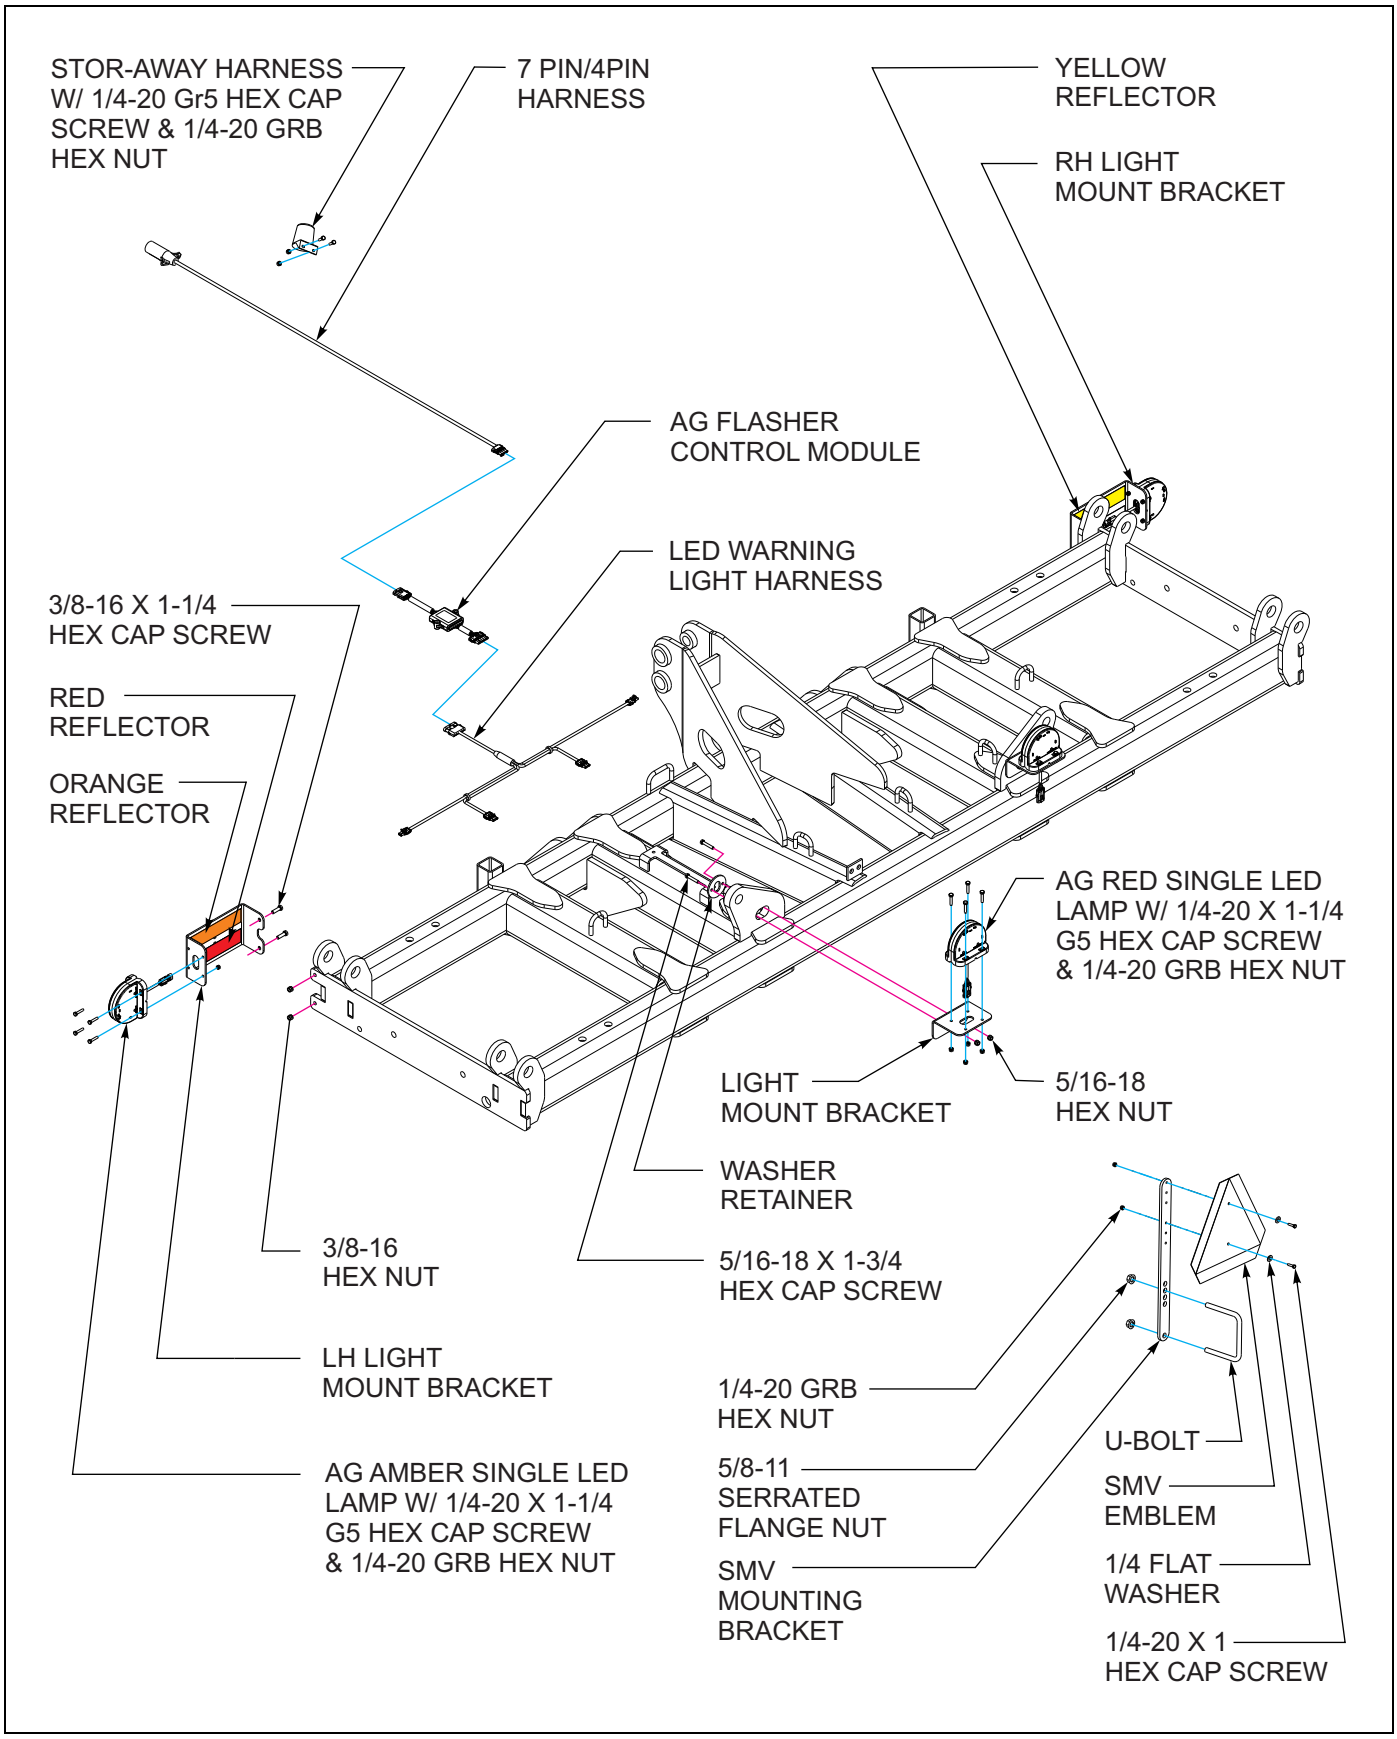

Figure 3-14: LED Light and SMV Bracket Installation - 7, 8, & 9 Folding Frame
2. Attach SMV emblem to top of SMV mounting bracket using 1/4-20 x 1 hex head cap screws, flat washers, and hex lock nuts **(See Figure 3-14.)**